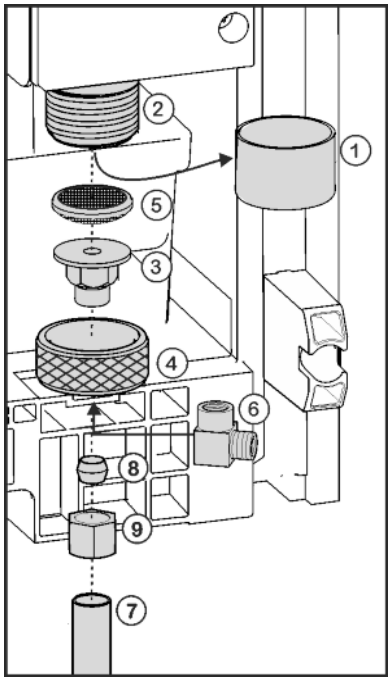

*Fig. 18*
▶ Remove the cap *Fig. 18 (1)* from the solenoid valve *Fig. 18 (2)*.
▶ Insert the coupler *Fig. 18 (3)* in theunion nut *Fig. 18 (4)*.
▶ Insert the water filter *Fig. 18 (5)* with the recess pointing down towards the coupler *Fig. 18 (3)*.
▶ Lock the union nut *Fig. 18 (4)* onto the solenoid valve *Fig. 18 (2)* and tighten.
▶ To turn the water connection 90°, tighten the elbow connector *Fig. 18 (6)* if necessary.
▶ Connect the water supply *Fig. 18 (7)* (e.g. copper) with the aid of the clamp ring *Fig. 18 (8)* and nut *Fig. 18 (9)* to the coupler *Fig. 18 (3)* or elbow connector *Fig. 18 (6)*.